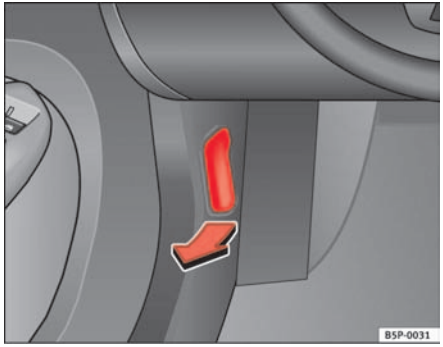

Fig. 156 Detail of the footwell: The release lever for the bonnet is located in the driver side footwell
– To release the bonnet, pull the lever under the dashboard ⇒ fig. 156 in the direction indicated (arrow). The bonnet will be released by a spring action ⇒ ⚠.